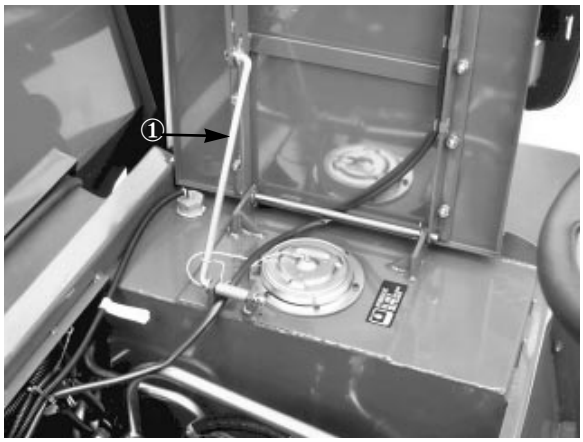

Figure 16
2. Relever le siège et le maintenir en position à l'aide de la béquille (Fig. 16).